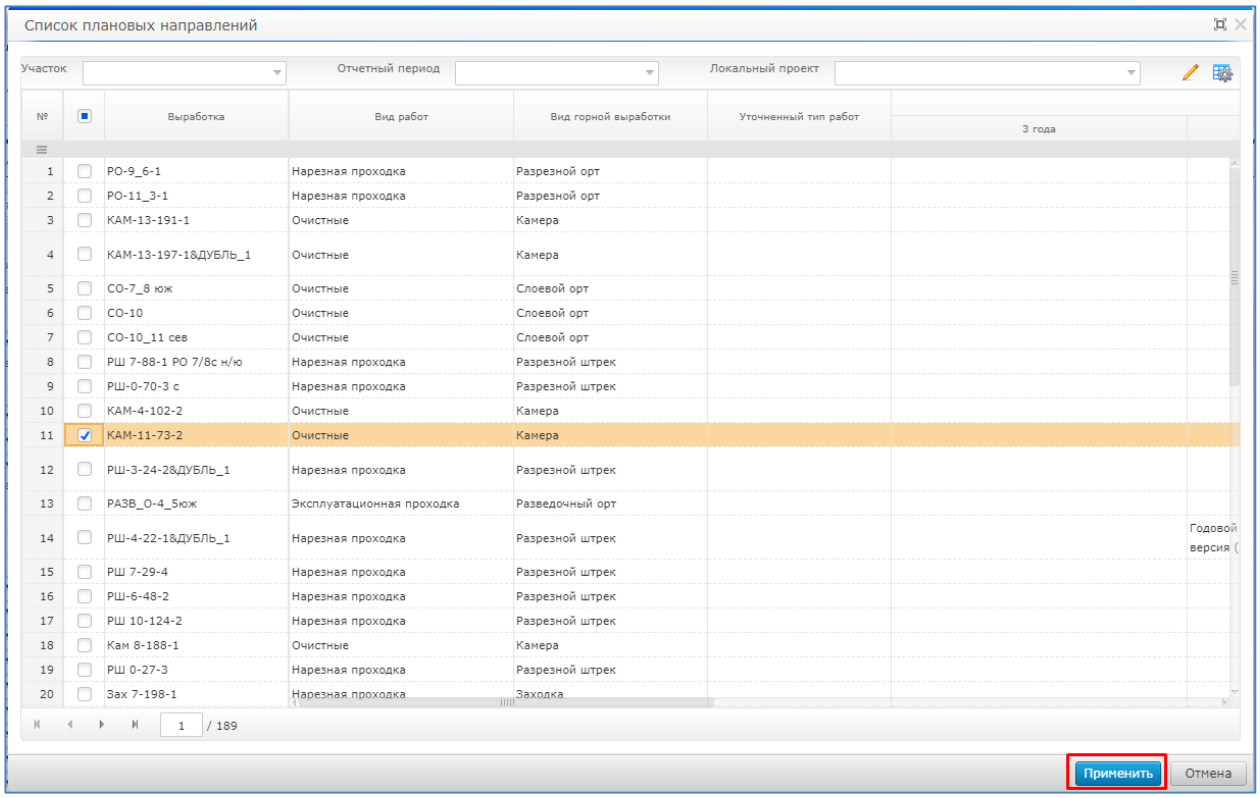

Рисунок 6. Список плановых направлений
4. Нажать на кнопку «Применить» (Рисунок 6).